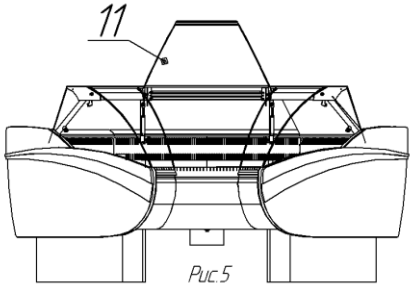

Рис.5
4. Приставить лобовое стекло11 к фигурной планке 14 верхней стойки, подняв его переднюю часть вверх (см. рис.5.).